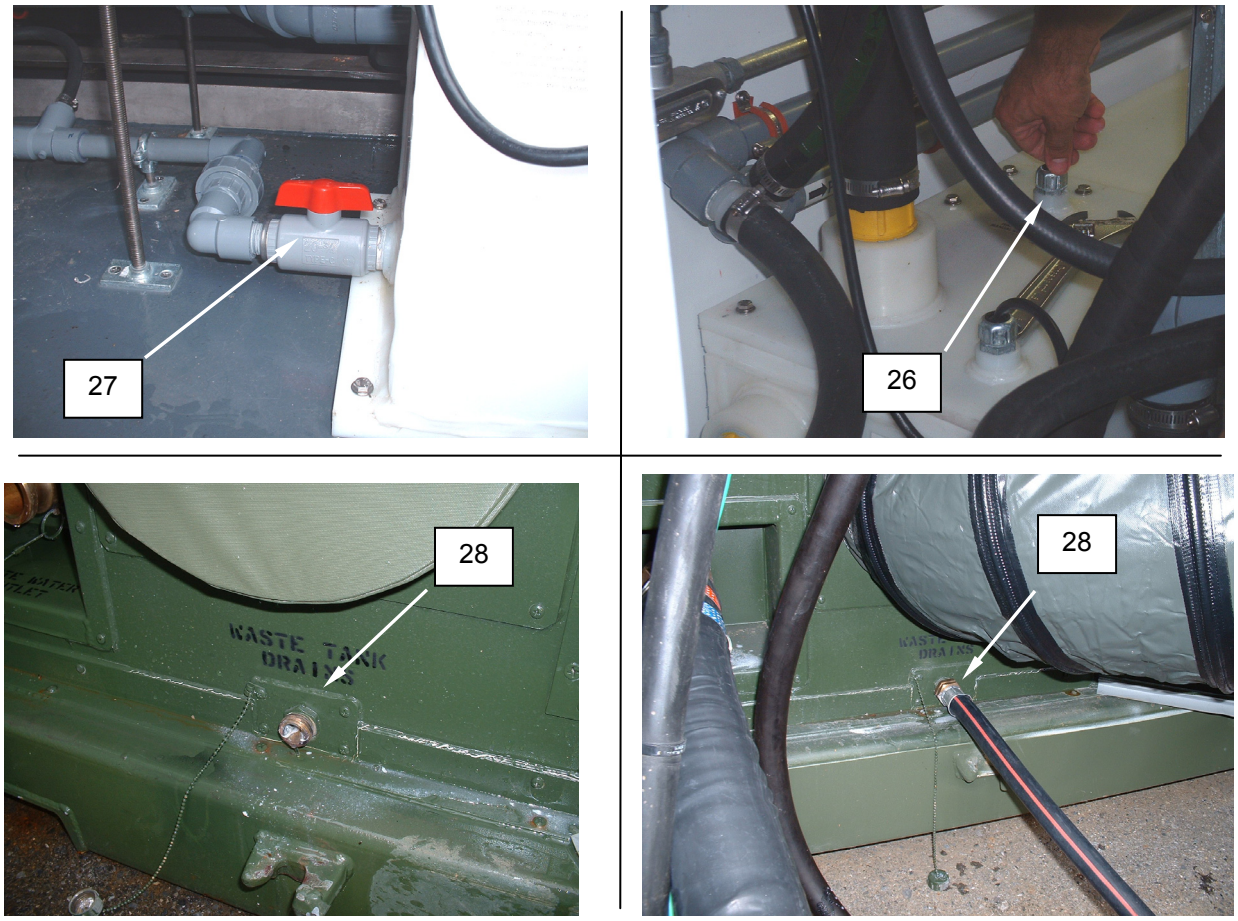

Figure 21. Drain System.
25. Open the WTS transfer tank drain valve V-35 **(Figure 21, Item 27)**.
26. Wait at least 5 minutes, and then manually operate waste tank drain pump **(Figure 21, Item 26)** by pulling up on knob and holding for approximately 30-45 seconds or until empty.
27. Remove waste tank drain cap and install waste tank drain hose onto waste tank drain fitting **(Figure 21, Item 28)**.
28. Wait at least 5 minutes, and then manually operate waste tank drain pump by pulling up on knob **(Figure 21, Item 26)** and hold in position for 30-45 seconds or until empty.